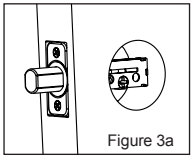

Figure 3a
a. Insert Deadbolt Latch Set into door edge hole with the word "UP" and the arrow on the extension plate facing UP. Cross shaped spindle connector will be at the bottom of the Deadbolt Latch Set (Figure 3a).